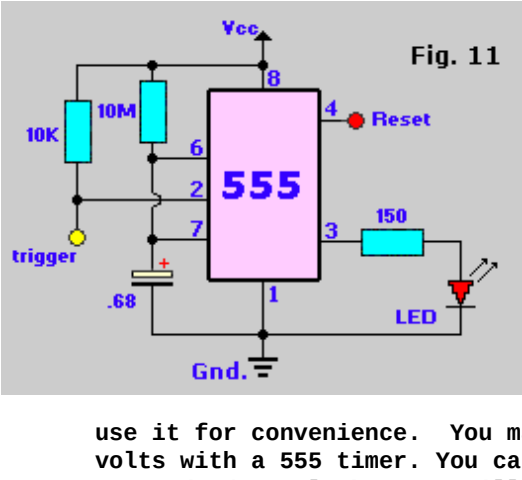

Fig. 11
1. On your breadboard, wire the one-shot circuit as shown in figure 11.
**6. Using the values of external resistor and capacitor values in Fig. 11 and the time interval formula for a one-shot, calculate the output-pulse duration.